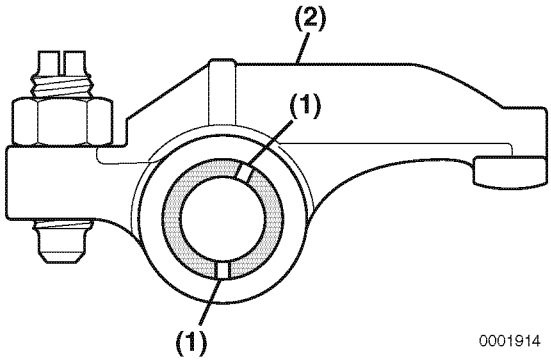

Figure 6-74
*Ensure the lubrication holes **(Figure 6-74, (1))** in the rocker arm shaft are oriented correctly with respect to the rocker arms **(Figure 6-74, (2)).***